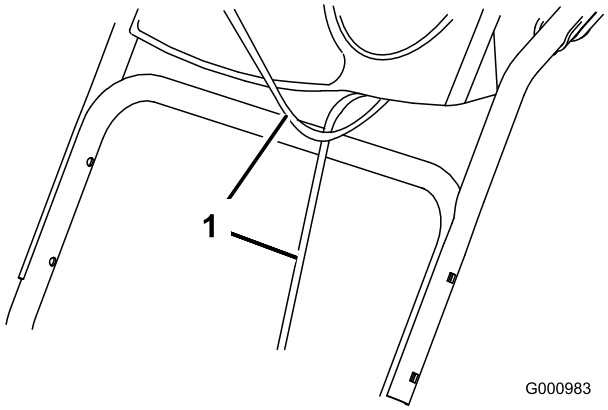

Figur 3
1. Lyft upp och vrid det övre handtaget, och placera det över det undre handtaget (Figur 3).